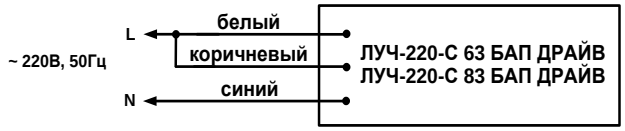
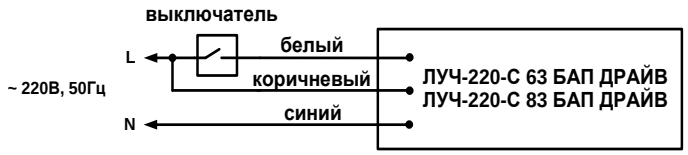

Рис.1. Схема подключения светильников постоянного действия
Рис.2. Схема подключения светильников непостоянного действия.
4.2. Подключение изделий должно выполняться в соответствии со схемами, приведенными на рис.1 и рис.2 при отключенном напряжении питания.